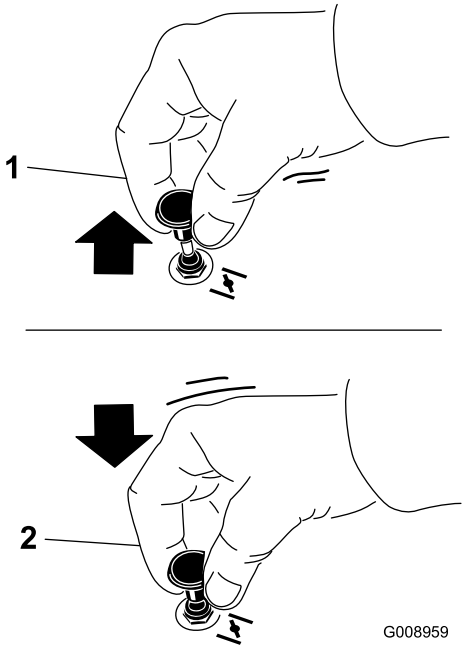

Figura 13
2. Tire hacia arriba del mando para engranar el estárter antes de girar la llave del contacto (Figura 13).
3. Presione hacia abajo el control del estárter para desactivar el estárter después de que el motor arranque (Figura 13).